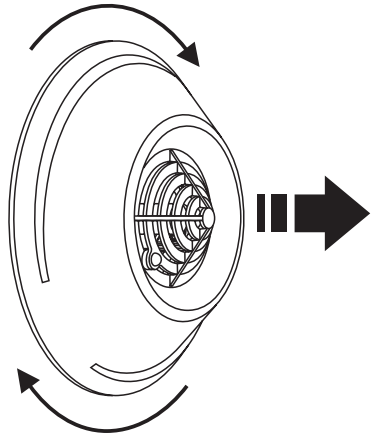

Рис. 2. Способ открытия корпуса.
1. Открыть корпус как указано на Рис. 2.